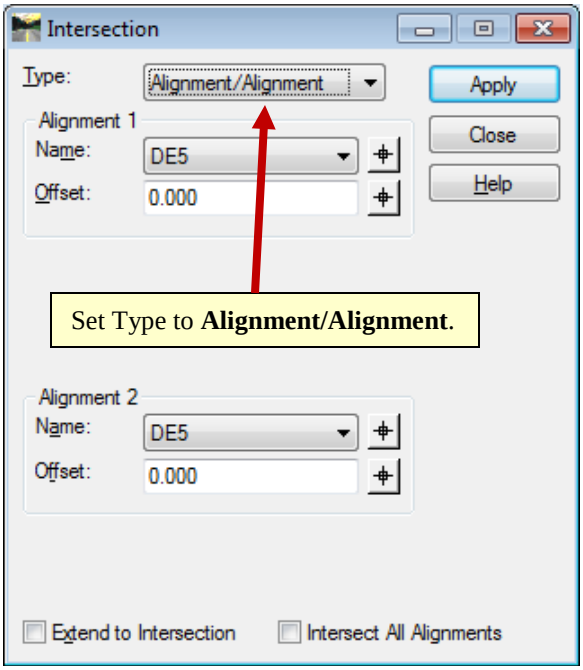

Figure L12-7 Intersection
19.	**Change the Intersection 'Type:' from Direction/Direction to Alignment/Alignment.** • In the **Intersection** dialog, use the pull-down arrow to select **Alignment/Alignment** as shown in *Figure L12-7* above.